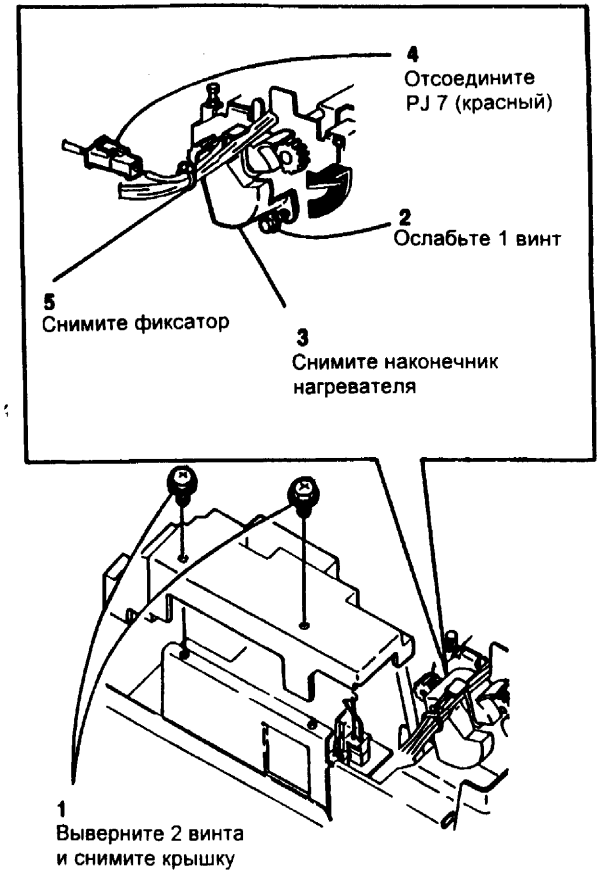

Рис. 1 Подготовка к снятию нагревательного стержня
4. (Рис. 1) (Задняя сторона аппарата) Отсоедините проводку и снимите наконечник нагревателя.